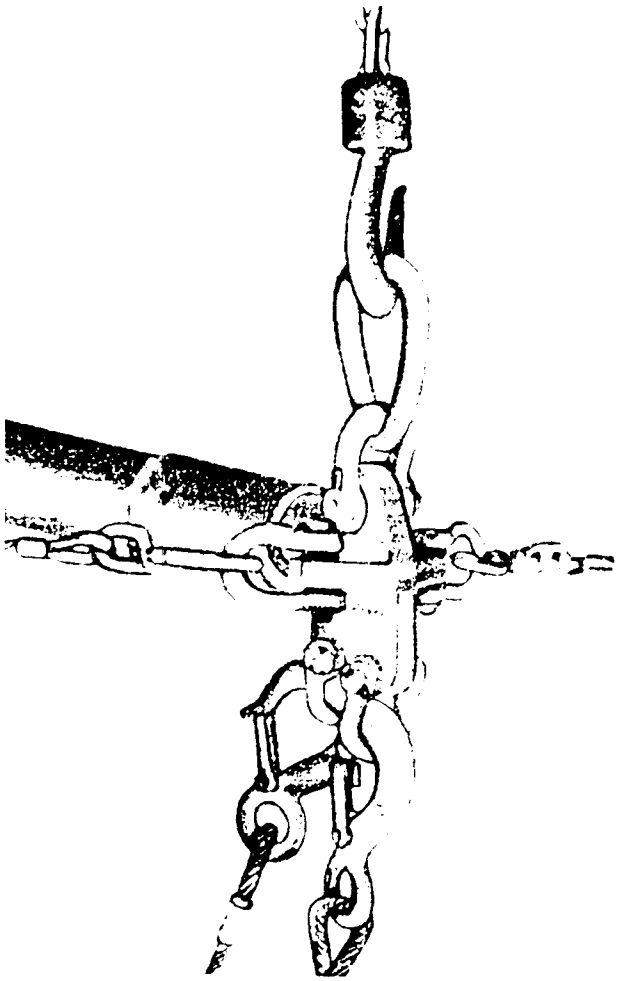

*Figure 217. Cable hanger installed.*
**5** and **6** attach the cable hanger to the top boom section so that the lifting cable shackles are on top (fig. 217).
**1** and **2** attach the boom hoist to anchor rod No. 5, and connect the hoist chain to the lower pear-shaped shackle on the boom cable hanger (fig. 217).
**3** and **4** attach the snaphook on each side cable to either side of the cable hanger (fig. 217). These cables have a snaphook at one end and a slotted plate clamp at the other end.